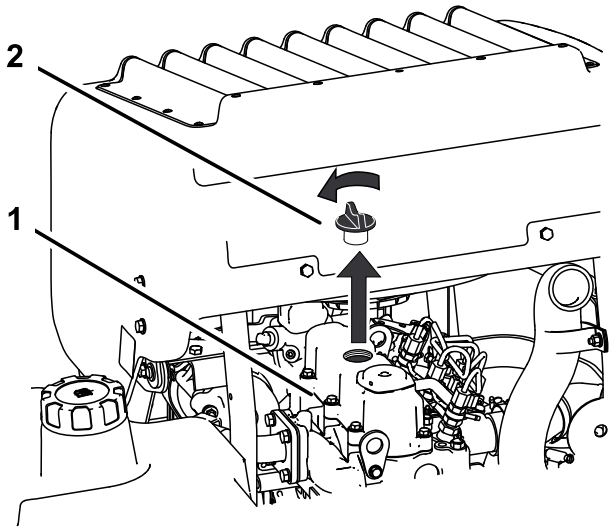

**Figur 43**
6. Fjern oliepåfyldningsdækslet fra toppen af motoren (Figur 43). Det hjælper olien med at løbe ud.
2. Fjern oliepåfyldningsdækslet og målepinden (Figur 43).